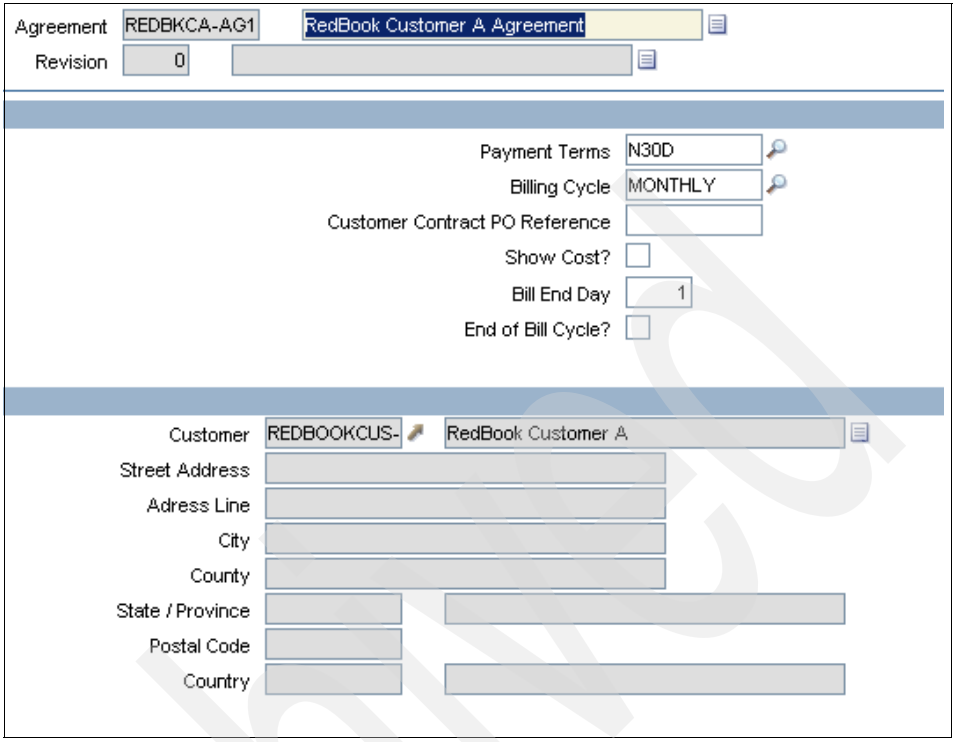

Figure 6-1 CompanyA Customer Agreement details
The Customer Agreement application is where you can configure the agreement details. A description of how to create a customer agreement is in 3.14, “Creating customer agreements” on page 59. An image of the CompanyA agreement is shown in Figure 6-1 on page 111. This agreement is configured with a monthly billing cycle. The bill end day is set to 1, which makes the bill batch to select all work order, ticket, and sales order from the previous month, starting on day 2, until day 1 of the current month. You can access the Customer Agreement (SP) application by selecting **Go To** → **Service Provider (SP)** → **Customer Agreement (SP)**.
The customer agreement was created using the data shown in Figure 6-1, with the following values: